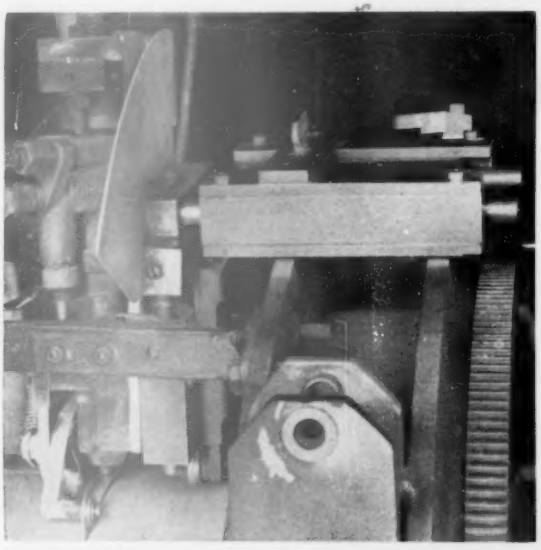

Fig. 8. Welding assembly.
2. Contact tube-to-work distance, which affects weld penetration, is kept constant by means of a roller that rides the pipe surface, as shown in Fig. 8.
3. Alignment of the welding wire in the center of the weld joint is maintained with the groove-following device shown in Fig. 8. This is necessary, since wire alignment also affects weld penetration.